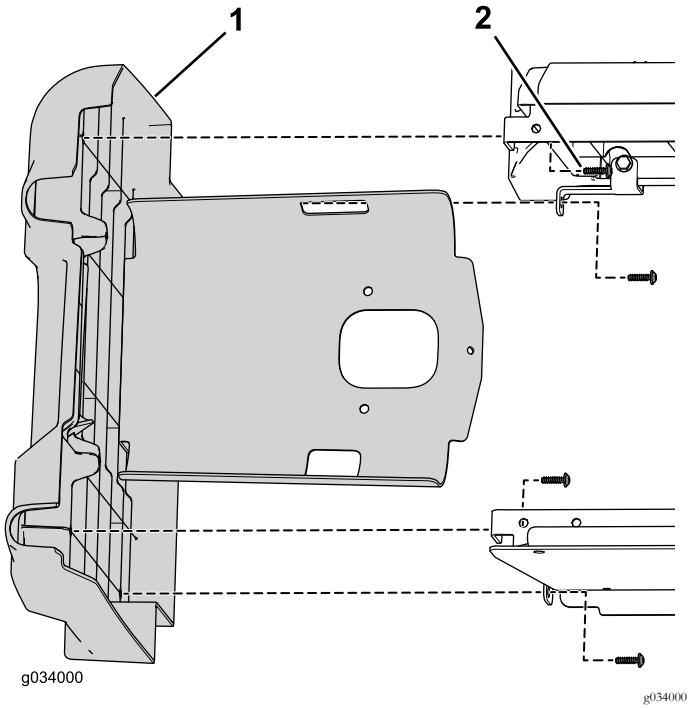
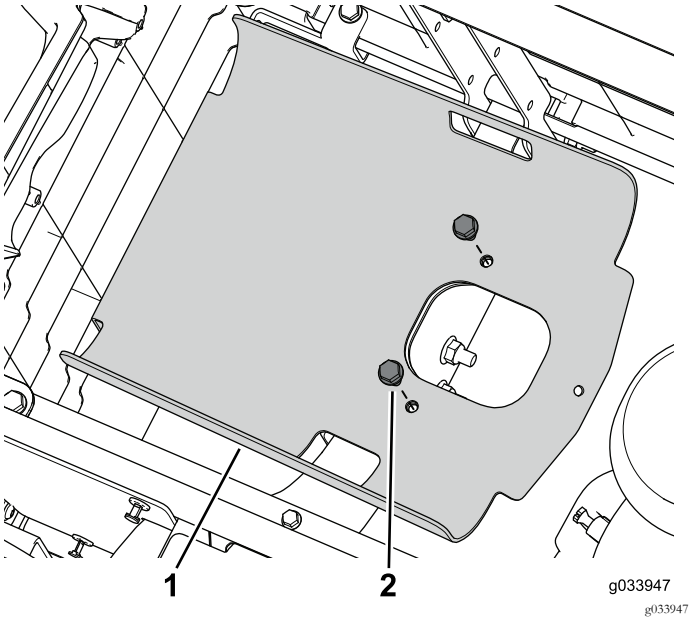

Рисунок 46
Рисунок 47
4. С помощью крепежных деталей, снятых ранее, прикрепите ранее снятую с машины левую панель в сборе к задним панелям основания сиденья (Рисунок 46 и Рисунок 47).